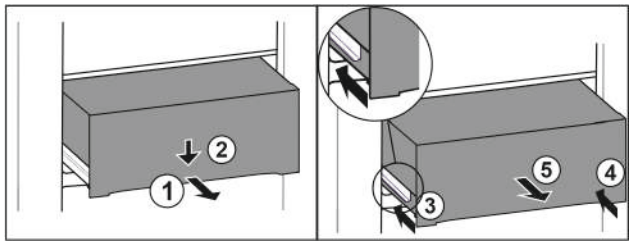

Fig. 129
- ▶ Extraiga el cajón hasta la mitad. *Fig. 129 (1)*
- ▶ Presionar hacia abajo el cajón de la parte delantera. *Fig. 129 (2)*
- ▶ Introducir el carril izquierdo unos 2 cm. *Fig. 129 (3)*
- ▶ Introducir el carril derecho unos 2 cm. *Fig. 129 (4)*
- ▶ Extraiga el cajón hacia delante. *Fig. 129 (5)*